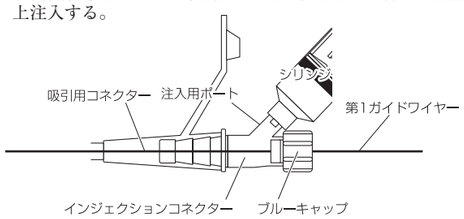

図1
4. 吸引用コネクターにインジェクションコネクターを押し込んで接続する（**図1**）。
5. ブルーキャップを締めて、注入用ポートからホワイトキャップを取り外し、注入用ポートにシリンジを取りつける（**図1**）。滅菌蒸留水をチューブ先端から流出するまで十分に30mL以上注入する。